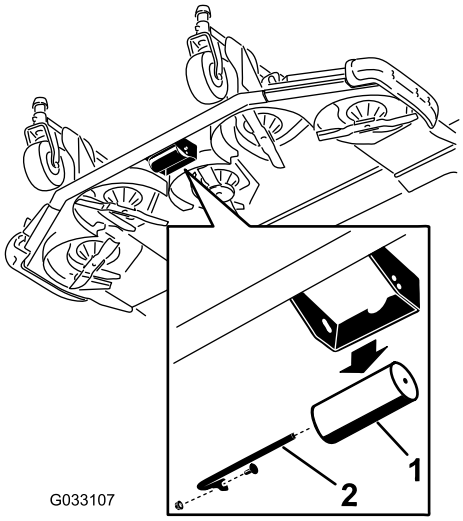

Figur 24
1. Fjern valseakselen, skruen og mutteren som fester valsen til klippeenhetsbraketten (Figur 24).